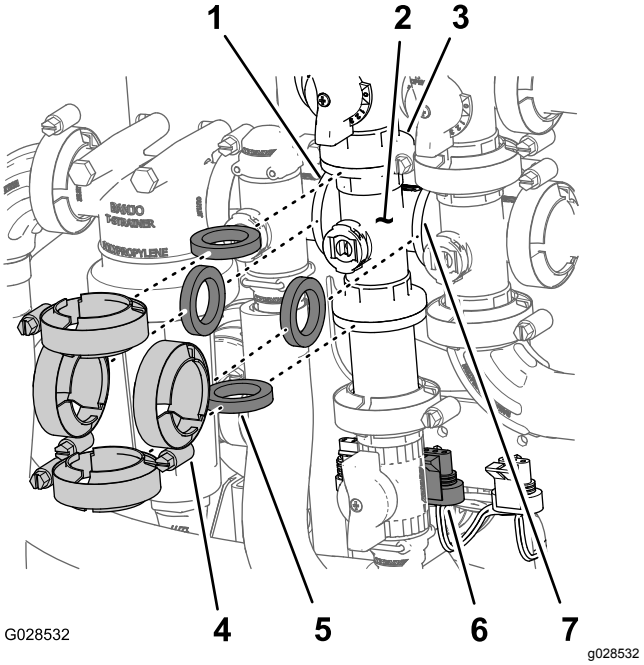

**Figur 90**
1. Fjern klemmene og pakningene som fester manifoldet for risteventilen (Figur 90) til risteomløpsventilen, mengderegulatorventilen, hovedbomventilen og overgangsstykket (risteregulatorventil).